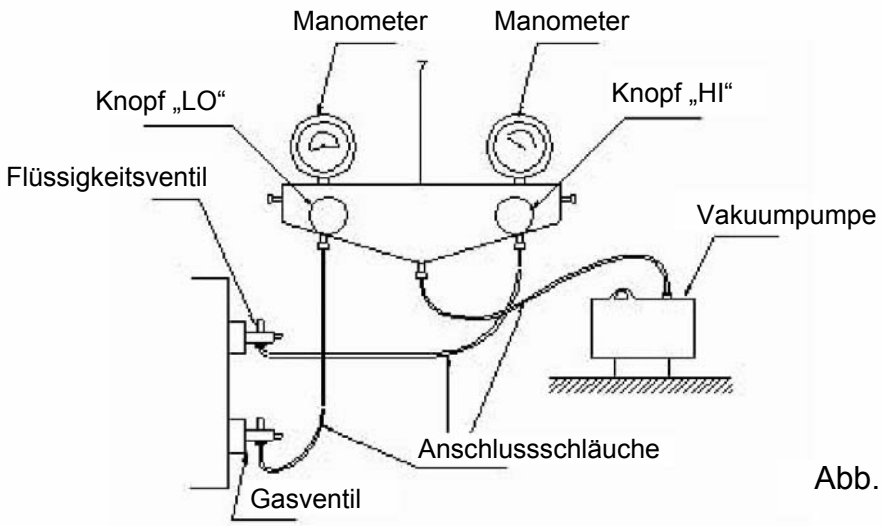

Abb. 36
10. Nach Möglichkeit Vakuumpumpe zur Absaugung der Luft aus dem Ventil verwenden. Siehe Abb. 36.